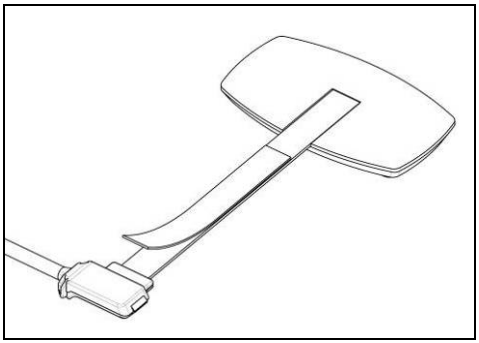

Fig. 14
- For better grip to the helmet, if necessary, apply the "M1 wiring bi-adhesive" supplied as standard equipment to the back of the keypad flex cable. Fig. 14